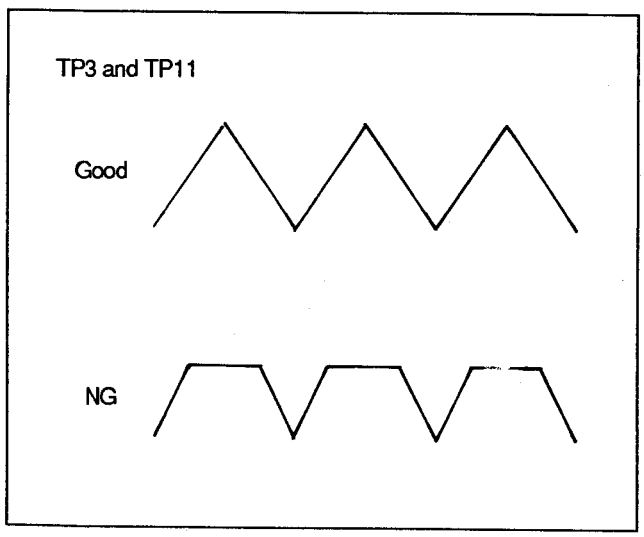

Figure 1
5) Confirm that the triangle shape is saturated or not at TP3 and TP11 as shown in Figure 1.
If it is saturated (trapezoid shape), adjust VR7 (CH0 RF LEVEL) and VR6 (CH1 RF LEVEL) so that the envelope shape becomes just triangle shape, then turn the same VR further with a touch as shown in Figure 1.